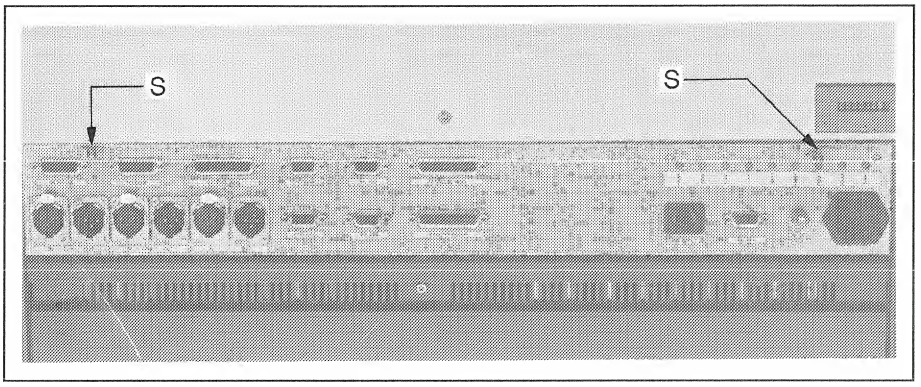

Fig. 3.4.21 Elektronikkorb öffnen
- Vordere Schrauben **S** am Elektronikkorb lösen (siehe Fig. 3.4.21). Elektronikkorb festhalten und langsam hinunterklappen. Bei Kniefrei-Konsolen zuerst Abdeckblech entfernen.